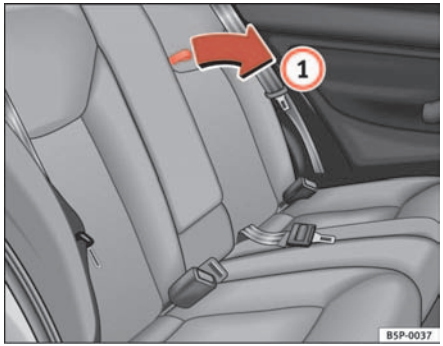

Fig. 108 Opening the rear drink holders
– To open, pull the loop in the direction of the arrow ⇒ fig. 108 (1)